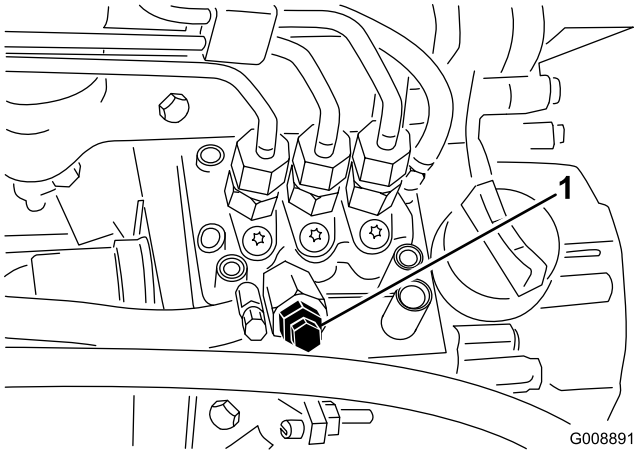

Figur 43
3. Åpne lufteskruen på pumpen for drivstoffinnsprøyting (Figur 43).